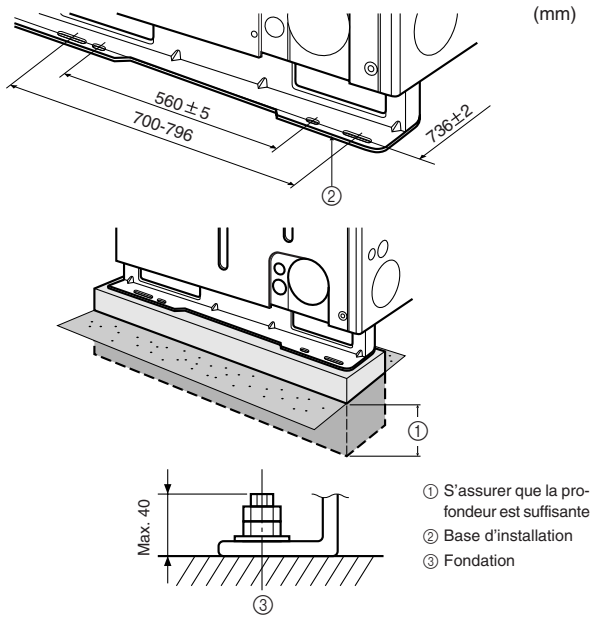

Fig. 4-2
4.2. Recommandations pour l'installation des appareils (Fig. 4-2)